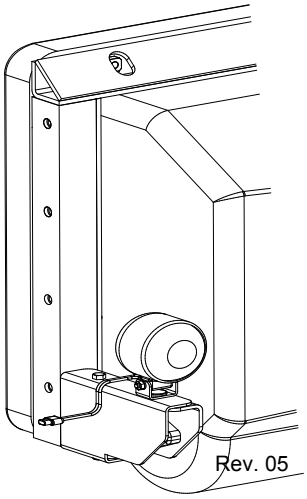

Fig 1.
Step 2: Mount rear power plug next to main spreader power plug. Install work light onto spreader (see fig. 1 below) and also connect harness adapter to light assembly. Do not connect light adapter to main vehicle harness at this point.